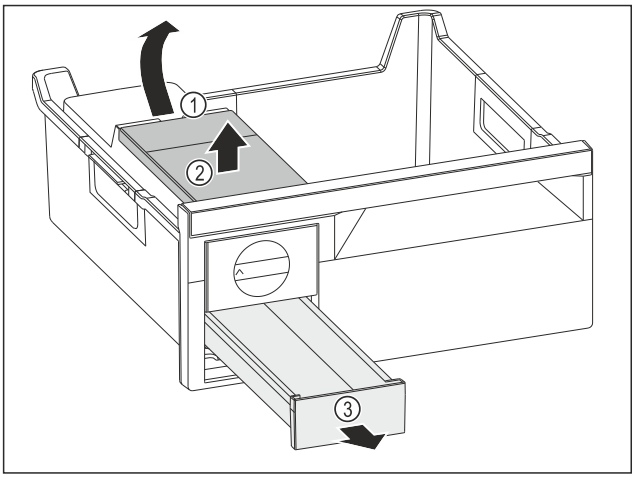

Fig. 104
▶ Odstranjevanje rezervoarja za vodo: Dvignite rezervoar za vodo za izrez *Fig. 104 (1)*.
▶ Rezervoar za vodo *Fig. 104 (2)* dvignite in odstranite.
▶ Predal za ledene kocke *Fig. 104 (3)* povlecite naprej in odstranite.